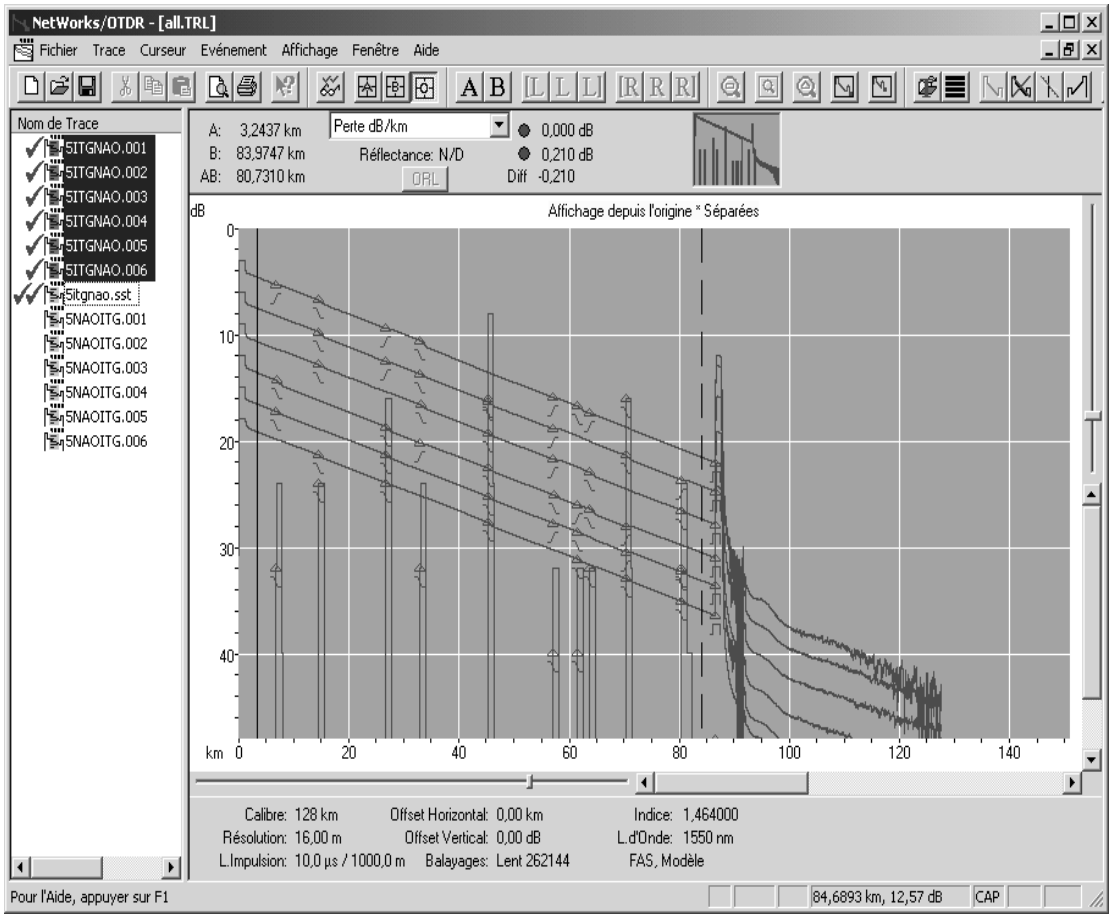

Figure 11-3: Trace de Modèle d'Epissure Intelligent
9. Cliquer sur OK pour créer la trace de modèle intelligent, comme indiqué dans la Figure 11-3.